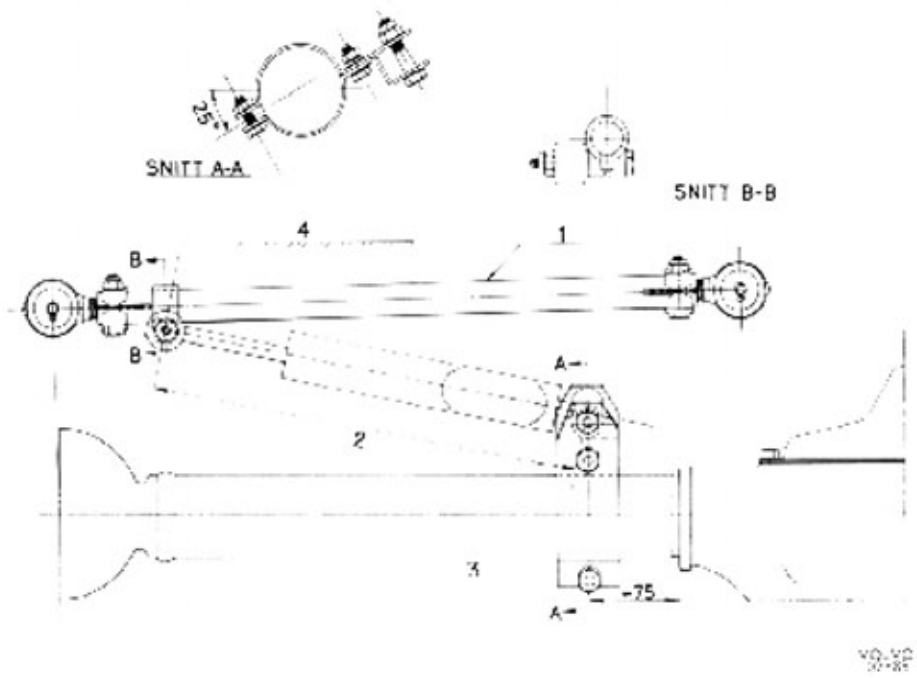

Bild 64-5.
1. Har konsolen på framaxeln varit borttagen sätts den fast enligt bild 64-5.
4. Sätt fast dämparen vid parallellstaget så att måttet 2, bild 64-5, blir 358 mm då hjulen står rakt fram.